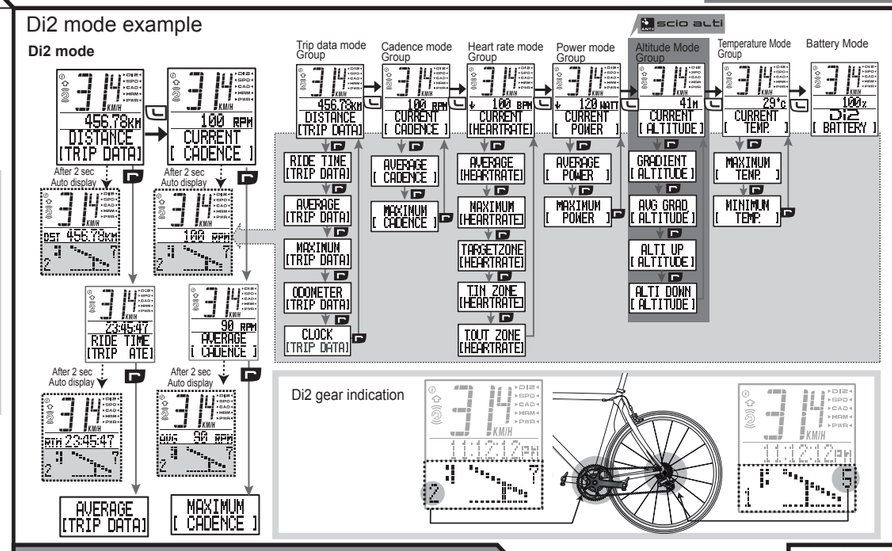

## Fig.6 Altitude Calibration (only for scio alti)
**ALTITUDE CALIBRATION(Fig.6)**